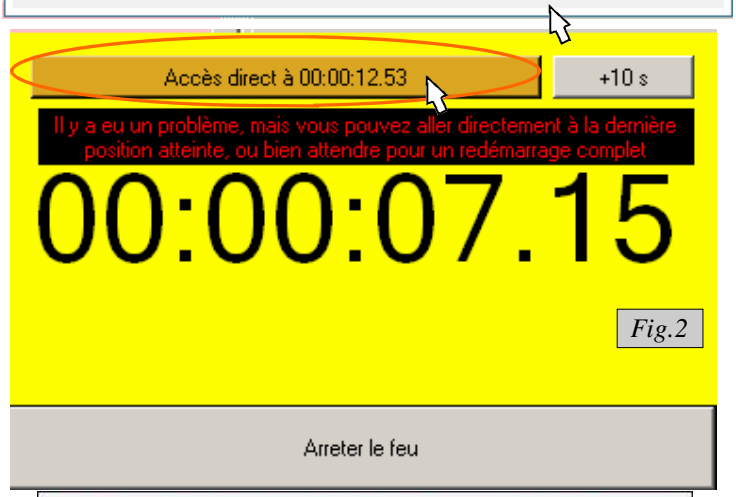

Fig.2
- Pendant une durée de 15mn après l'interruption, vous pouvez reprendre directement et automatiquement le spectacle à l'endroit où à eu lieu l'interruption brutale en cliquant pendant le compte à rebours sur la fenêtre orange « Accès direct à ... » (*Figure 2*).